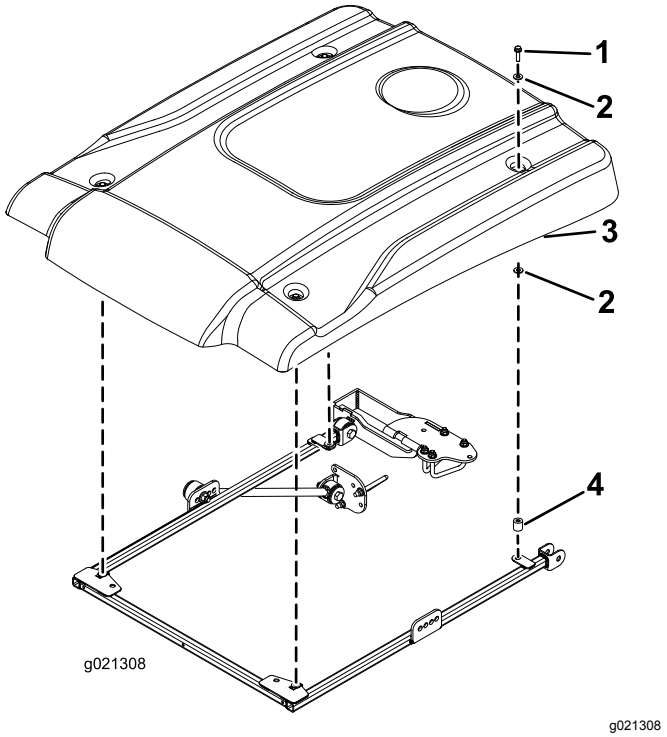

Bild 33
11. Positionieren Sie das Sonnendach beim Ausfluchten der Befestigungslöcher am Rahmen wie in Bild 33 abgebildet.
12. Befestigen Sie jede Ecke des Sonnendachs mit einer Bundkopfschraube (5/16" x 2¼"), zwei kleinen Scheiben und einem Distanzstück lose am Rahmen (Bild 33). Legen Sie eine Scheibe an jeder Seite der Gummidichtung des Sonnendachs auf.